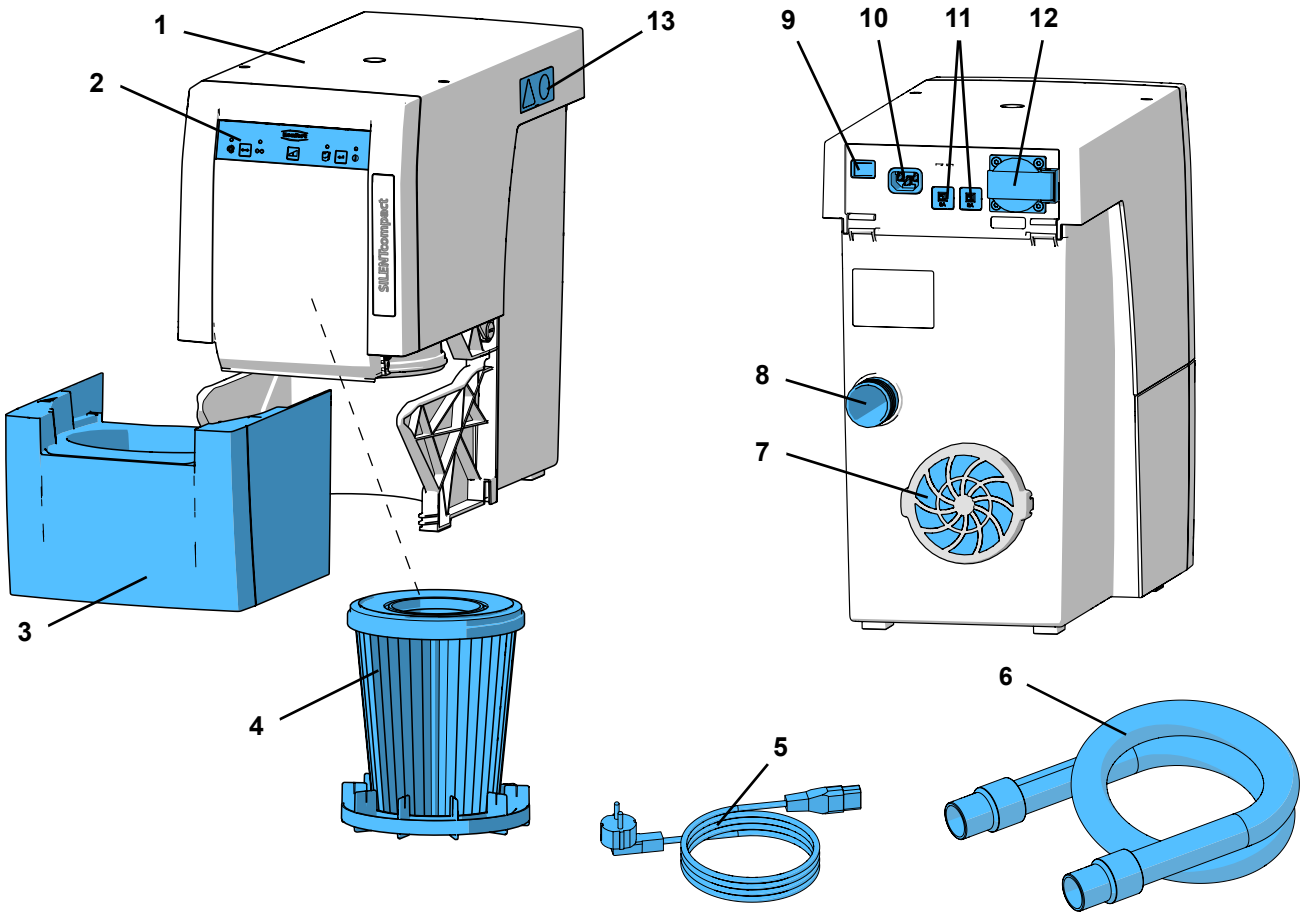

Fig. 1
- l‘évacuation de l‘air rejeté (7, Fig. 1) ne soit pas entravée.
⇒ Brancher le câble d’alimentation (5, Fig. 1) sur la prise de raccordement au secteur de l’appareil (10).
⇒ Brancher le tuyau d‘aspiration (6, Fig. 1) sur l‘embout d‘aspiration (8).